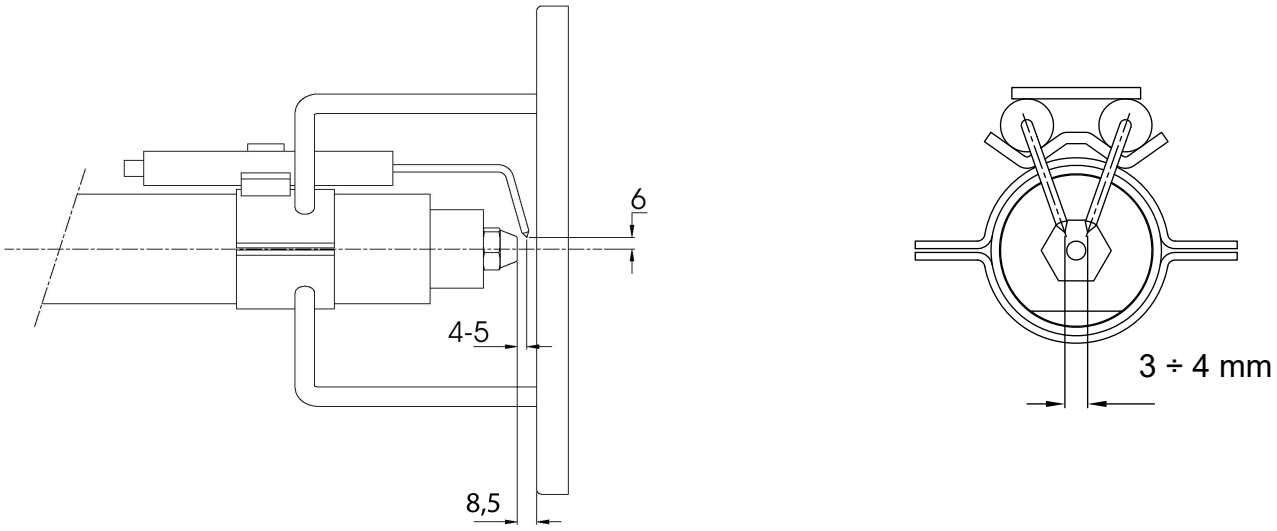

Fig. 17
- smontaggio esame e pulizia testa di combustione (vedere "Estrazione della testa di combustione" a pagina 34), nel successivo rimontaggio rispettare scrupolosamente le misure riportate in Fig. 17;
- esame elettrodi di accensione e relativi isolatori in ceramica, pulizia, eventuale registrazione e, se necessario, sostituzione Fig. 17;
Al fine di garantire una buona accensione è necessario che siano rispettate le misure indicate in Fig. 17.
5 estrarre gli elettrodi e sostituirli facendo riferimento alle quote riportate in Fig. 17.